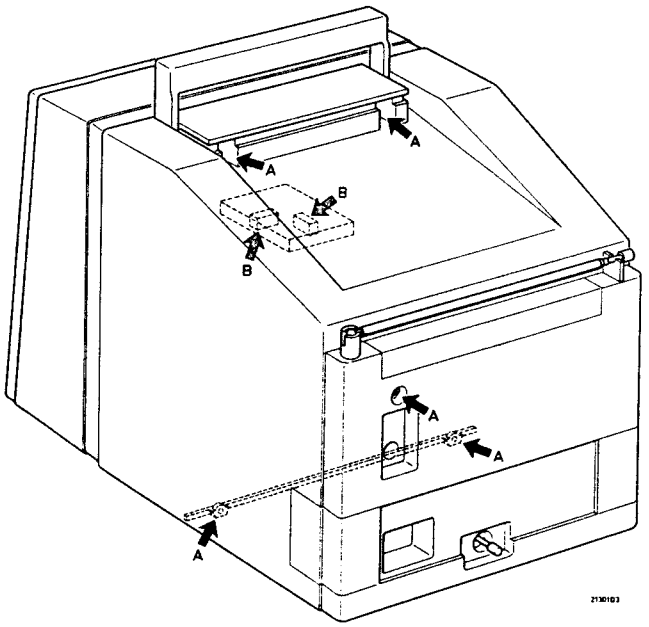

Bild 3
1. *Abnahme der Rückwand (siehe Bild 3)*